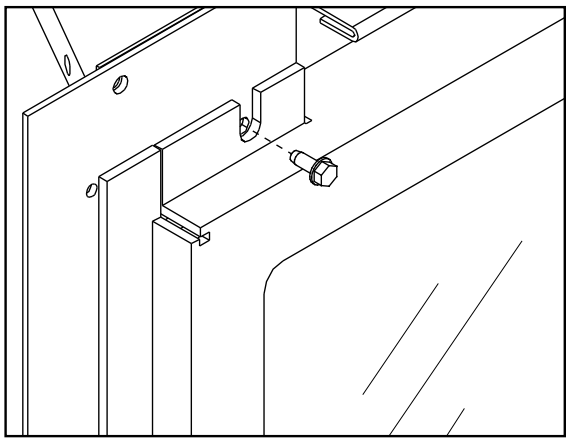

Figure 6: Top bolts for glass door.
2. Open the door by removing the two (2) $^{5}/_{16}$" bolts located at the top outside corners of the glass frame (see Figure 6). Lift door up and remove from unit. CAUTION GLASS MAY SEPARATE FROM DOOR.